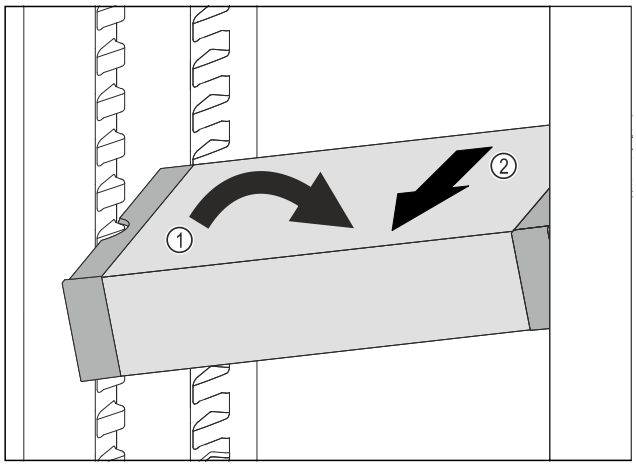

Fig. 153
▶ Set VarioSafe in refrigerator compartment at an angle. *Fig. 153 (1)*
▶ Take VarioSafe out to the front. *Fig. 153 (2)*